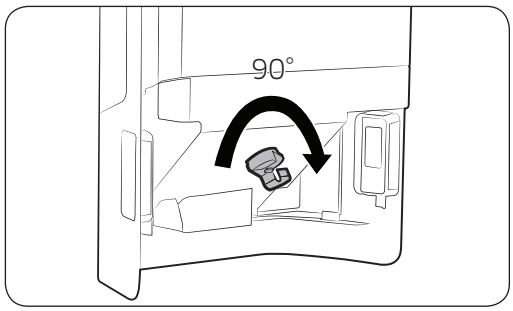

Figura 2
- Se o depósito não couber no local, rode o dispositivo da pega para trás a 90 graus e volte a instalá-lo conforme apresentado na figura 2.